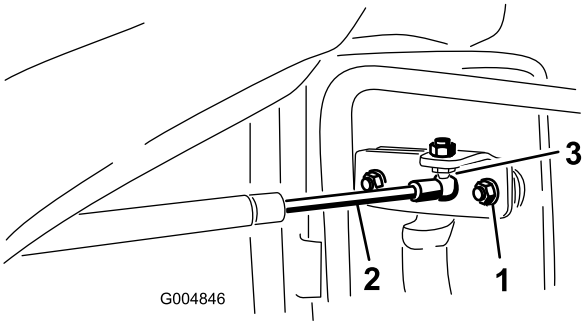

**Rysunek 62**
1. Zdejmij klips mocujący końcówkę zamykacza drzwi do wspornika przegubu kulistego drzwi (Rysunek 62).